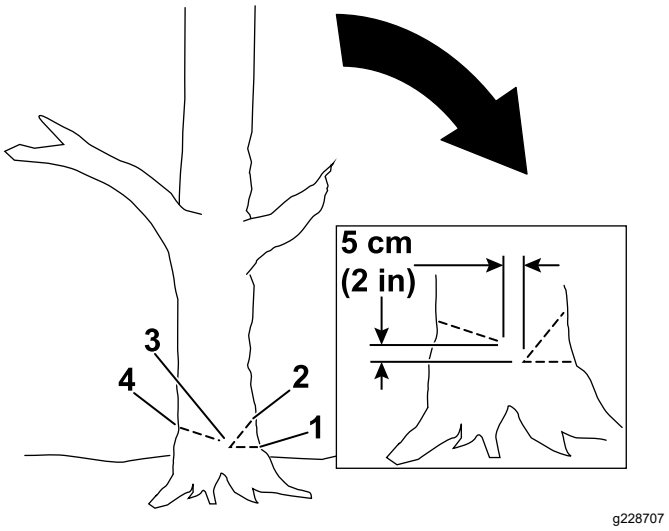

**Rysunek 16**
4. Wykonaj pierwsze cięcie na jedną trzecią wgłąb średnicy pnia od strony, w którą powinno upaść drzewo (Rysunek 16).
5. Wykonaj drugie cięcie w celu utworzenia karbu, rozpoczynając cięcie co najmniej 5 cm powyżej i w oddaleniu od pierwszego cięcia (Rysunek 16).
6. Wykonaj cięcie od tyłu po stronie przeciwnej do karbu i około 5 cm wyżej niż dolna powierzchnia karbu, jak pokazano na Rysunek 16.
***Ważne:*** **Zakończ trzecie cięcie 2,5 do 5 cm od karbu, aby utworzyć zawiasę między cięciami (Rysunek 16). Zapobiegnie ona upadkowi drzewa w niewłaściwym kierunku lub jego przekręceniu się podczas upadania.**
**Informacja:** Drzewo powinno zacząć upadać, gdy cięcie od tyłu zacznie zbliżać się do zawiasy (Rysunek 16).